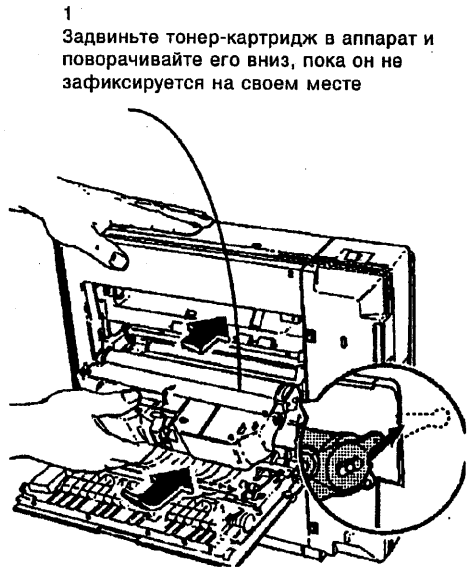

Рисунок 3. Повторная установка картриджа фоторецептора.
1. (рис.3) Вдвиньте картридж барабана в аппарат и поворачивайте его вниз, пока он не зафиксируется на своем месте.